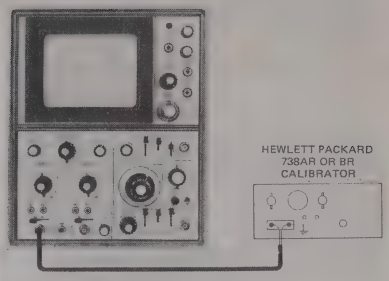

Figure 4-8. Deflection Factor, Test Setup
a. Set Voltmeter Calibrator to .03 v p-p. See figure 4-8. Connect to both CH1 and CH2.